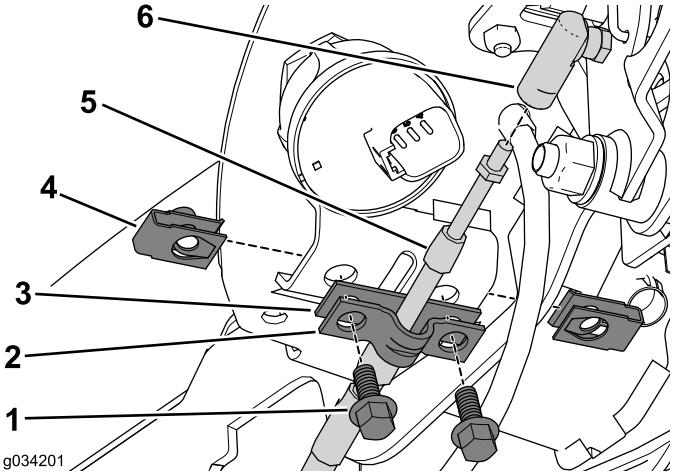

Rysunek 5
1. Wykręć 2 śruby i nakrętki zaciskowe mocujące zacisk linki i podkładkę do zespołu konsoli (Rysunek 5).
2. Zachowaj na później zacisk linki; podkładkę możesz wyrzucić (Rysunek 5).
3. Odłącz linkę blokady położenia neutralnego od złącza linki (Rysunek 5).